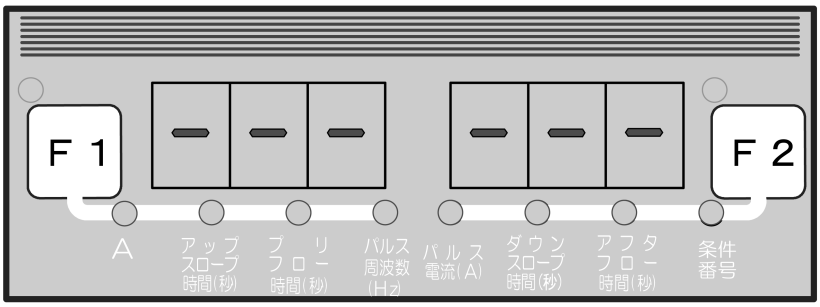

図２　該当データ無し表示
（２）　条件番号の設定をした後、もう一度記憶キー（⑥）を押すとキー左上のＬＥＤが点滅します。この状態で、Ｆ１キー（①）、Ｆ２キー（②）、表示切替キー（④）によりその条件番号に記憶されている各パラメータの設定値を確認できます。選択されたパラメータの設定値がデジタルメータに点滅表示されます。もし、選択した条件番号に記憶データがない場合、図２のようにデジタルメータの表示が『－　－　－』となり、点滅します。
（２） 条件番号の設定をした後、もう一度読出キー（⑤）を押すとキー左上のＬＥＤが点滅します。この状態で、Ｆ１キー（①）、Ｆ２キー（②）、表示切替キー（④）により読み出そうとしている溶接条件の各パラメータの設定値を確認できます。選択されたパラメータの設定値がデジタルメータに点滅表示されます。もし、選択した条件番号に記憶データがない場合、図２となります。